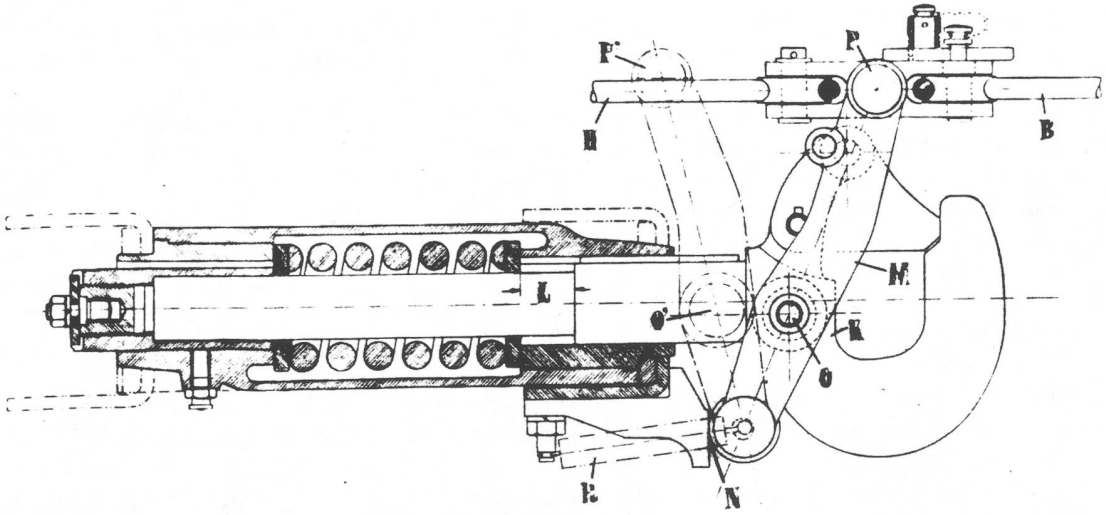

Abb. 4. Der Anhängehaken und die automatische Bremse.
Die Abbildung 4 zeigt die automatische Bremsvorrichtung.
Abbildung 4 zeigt, wie das Kabel (H) die automatische Bremsvorrichtung mit dem Handrad beim Führersitz verbindet. Bei einer Bremsung vom Führersitz aus wirkt das Kabel (H) auf das Kabel (B) das die Bremsen des Anhängers anzieht. Der Hebel (M) dreht sich um den Punkt (O) und verlässt den Anschlag (N).